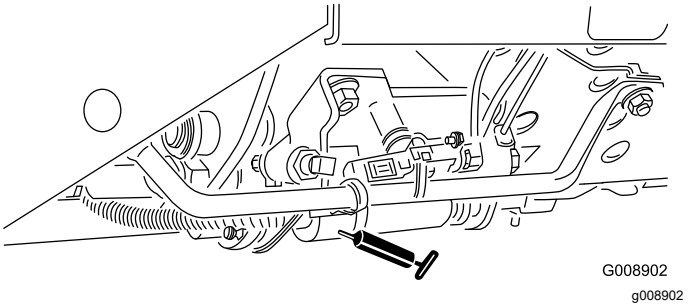

Figuur 59
- Schuif voor maaien/transport (Figuur 59)